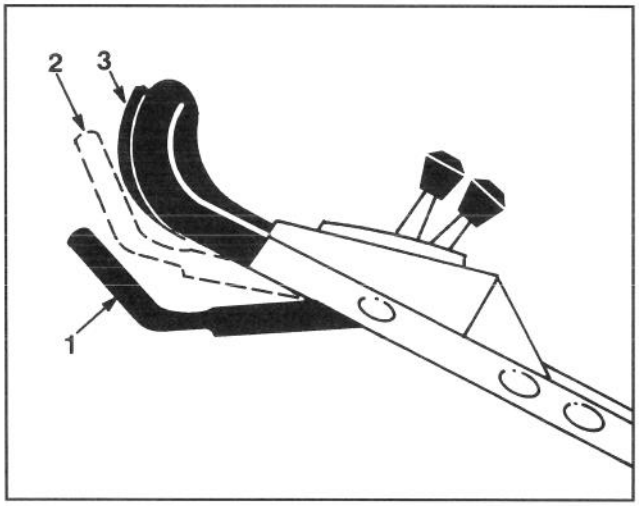

Abb. 11
8. FAHRBETRIEB (Abb. 11) – Den Abtriebshebel auf die FAHRT/KUPPLUNG Stellung einstellen. Geschwindigkeitskontrolle in gewünschte Stellung bringen und Antriebshebel gegen Schiebestange drücken um loszufahren.
Hinweis: Wenn der Antriebshebel in der Stellung DRIVE (FAHRT) gegen den Griff gedrückt wird, darf die Geschwindigkeit nicht verändert werden; es könnte zu einem Getriebeschaden kommen. Den Antriebshebel in die Stellung RUN/SHIFT (FAHRT/KUPPLUNG) stellen (Abb. 11), wenn die Geschwindigkeit geändert werden soll.